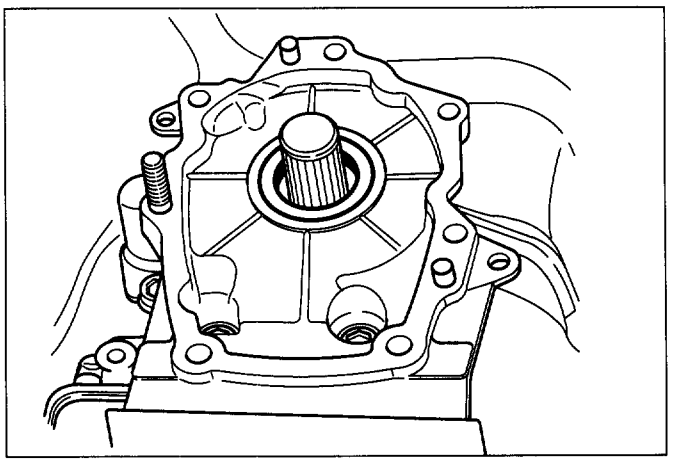

Fig. 7A-29m
- Remove rear oil seal from transmission extension housing (Fig. 7A-29m).